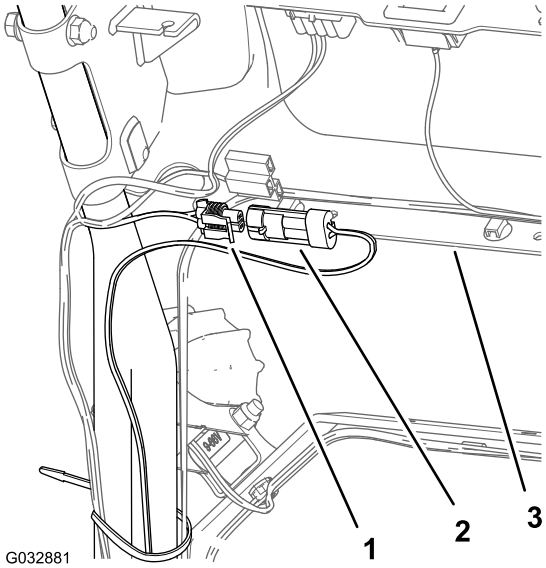

Figure 14
4. Au dos de la console, branchez le connecteur à 2 broches du faisceau du kit éclairage à LED au connecteur à 2 douilles du faisceau du kit faisceau d'éclairage à LED et de compteur horaire sans fil (Figure 14).